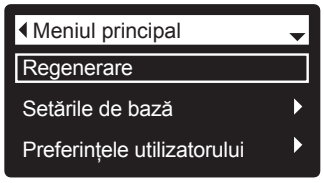

FIG. 44
2. Asigurați-vă că este evidențiat **Recharge** (fig. .44).
5. Apăsaţi tasta SELECT (⬭). Dacă ați selectat **Recharge now**, afișajul va trece imediat la ecranul de stare de regenerare (fig. 46 Dacă ați selectat **Automatic**, **Schedule sau Recharge off** afișajul va reveni la meniul principal (fig. 44).